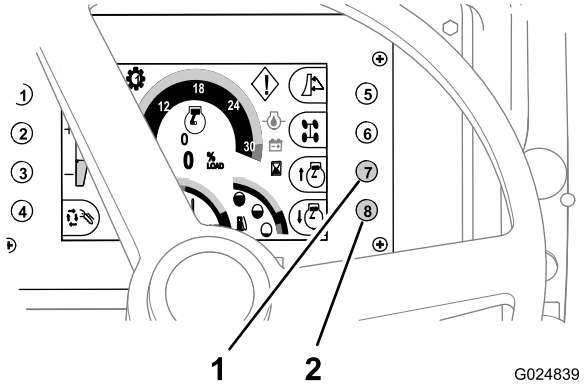

Rysunek 43
- Aby **zwiększyć** prędkość silnika, naciśnij przycisk 7 centrum sterowania (Rysunek 43).
- Aby **zmniejszyć** prędkość silnika, naciśnij przycisk 8 centrum sterowania (Rysunek 43).